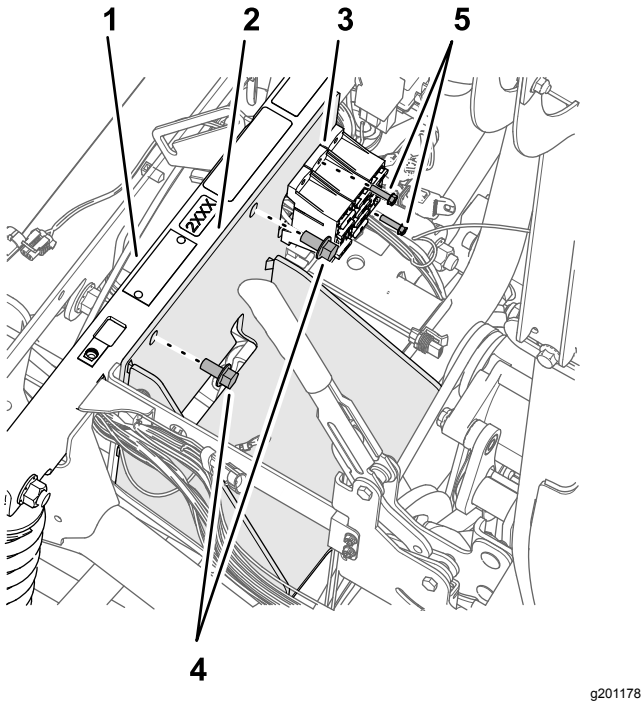

Figur 174
2. Monter batteribeslaget til stødstøtterøret (Figur 174) med de 2 flangehovedbolte (3/8 x 3/4 tomme), du gemte i trin 4 i Afmontering af batteriet (300 A) og batteribeslaget (side 74).
4. Fastgør sikringsblokkene til batteribeslaget (Figur 174) med bolten (10-24 x 3/4 tomme) og møtrikkerne (10-24), du fjernede i trin 3 i Afmontering af batteriet (300 A) og batteribeslaget (side 74).